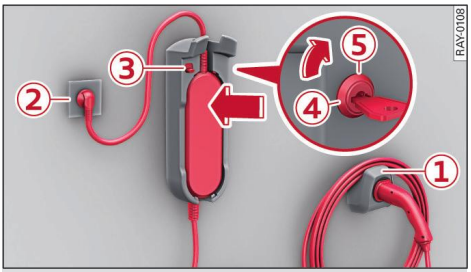

Fig. 83 Clip wall mount: Hooking in Audi charging system
- Press the operating unit back in the direction of the arrow ⇨ *Fig. 83* so that it engages.
- Wind the length of cable you do not need around the charging connector mounting ① when you are not charging the high-voltage battery.
- Plug the mains cable into the power outlet ②.
- After charging, you can hook the vehicle charging connector into the charging connector mounting ①.